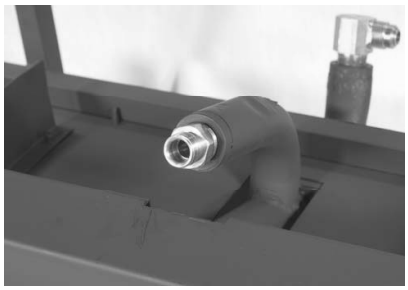

Figure 4
4. Install the compression fitting into the ember burrner gas feed (where the plug was removed in step 2). To secure the fitting, rotate it clockwise with an adjustable wrench. See Figure 4.